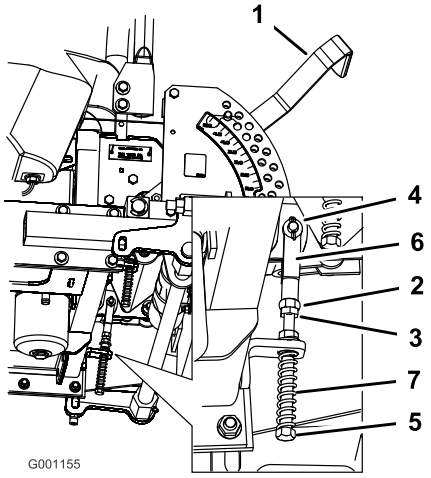

Figuur 60
8. Als de rijhendel moet worden afgesteld, draait u de moer en de contramoer tegen de gaffel (Figuur 60).
9. Oefen een lichte achterwaartse druk uit op de rijhendel, draai de kop van de stelbout in de juiste richting totdat de hendel in de vergrendelde neutraalstand is gecentreerd (Figuur 60).
10. Draai de moer en de contramoer vast (Figuur 60).